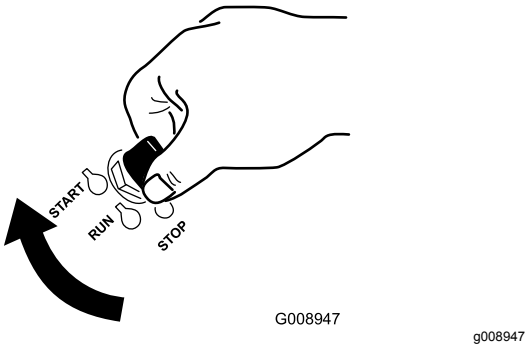

Figur 21
1. Drej tændingsnøglen til positionen START (Figur 21).